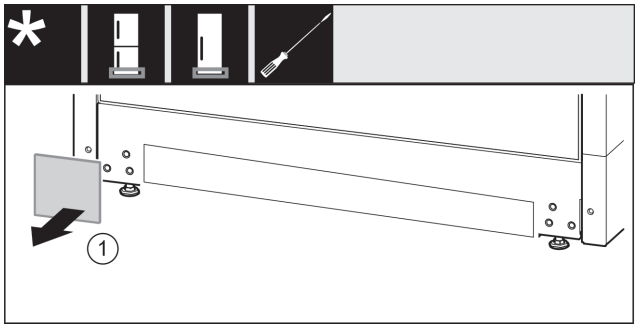

Fig. 17
▶ Abdeckung *Fig. 17 (1)* abnehmen.